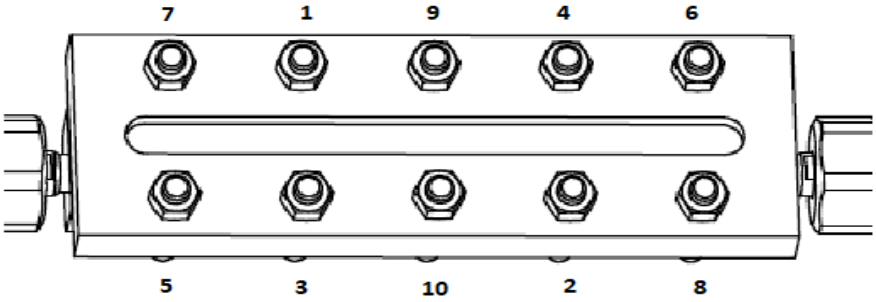

Rysunek 10. Kolejność dokręcania śrub
– Wyczyścić elementy ramki, nałożyć uszczelki i szkło i ponownie zmontować ramkę. Śruby należy dokręcać na przemian, z wyczuciem i równomierną siłą. Moment dokręcania śrub max 30 Nm. W przypadku ramek 705.2, 705.3, 705.4, 705.5, 703 dokręcanie nakrętek pokazano na załączonym szkicu (Rysunek 10).